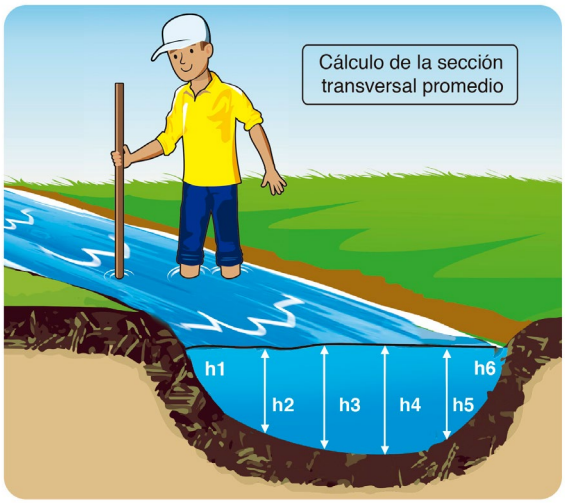

Figura 3. Medición de las profundidades a lo ancho del río (Sanchez T, 2010, pág. 18).
- La Persona 1 con el palo de madera hace seis mediciones de profundidad a lo ancho del río. (Ver Figura 3, y resultados en la Tabla 1).